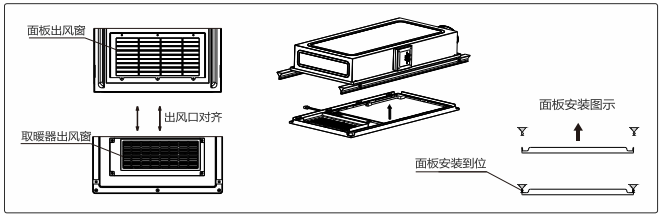

图9
7.2.3 将面板按图9方式安装,面板出风窗务必与取暖器出风口对齐。